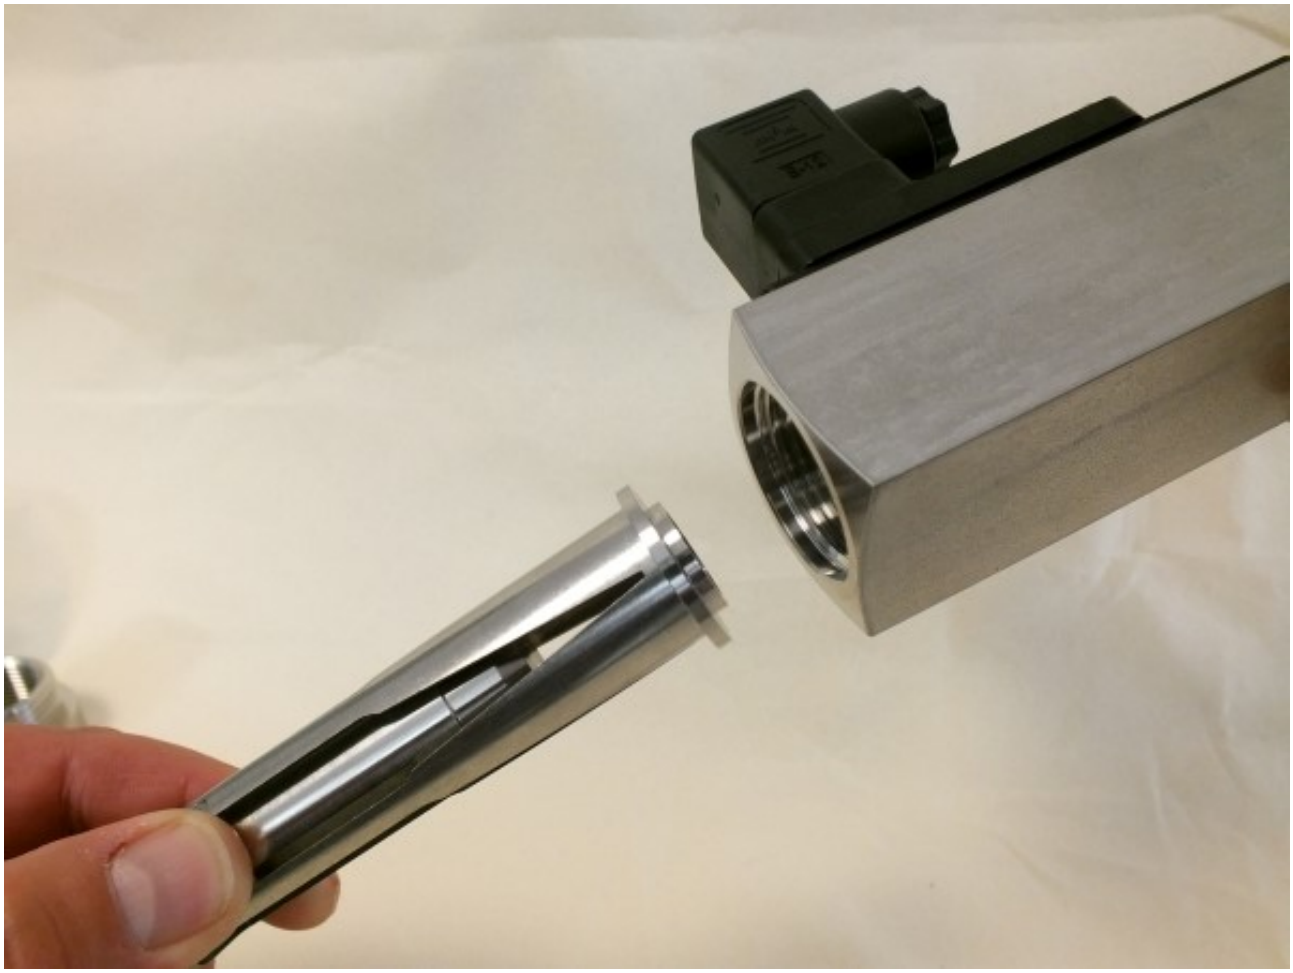

Abb. 43: Innenteile entnehmen
4. Gerätekörper vorsichtig um 180° drehen und Innenteile des Gerätes (Schlitzdüse, Schwebekörper und eingangsseitige Zentrierscheibe) entnehmen (*Abb. 43*)